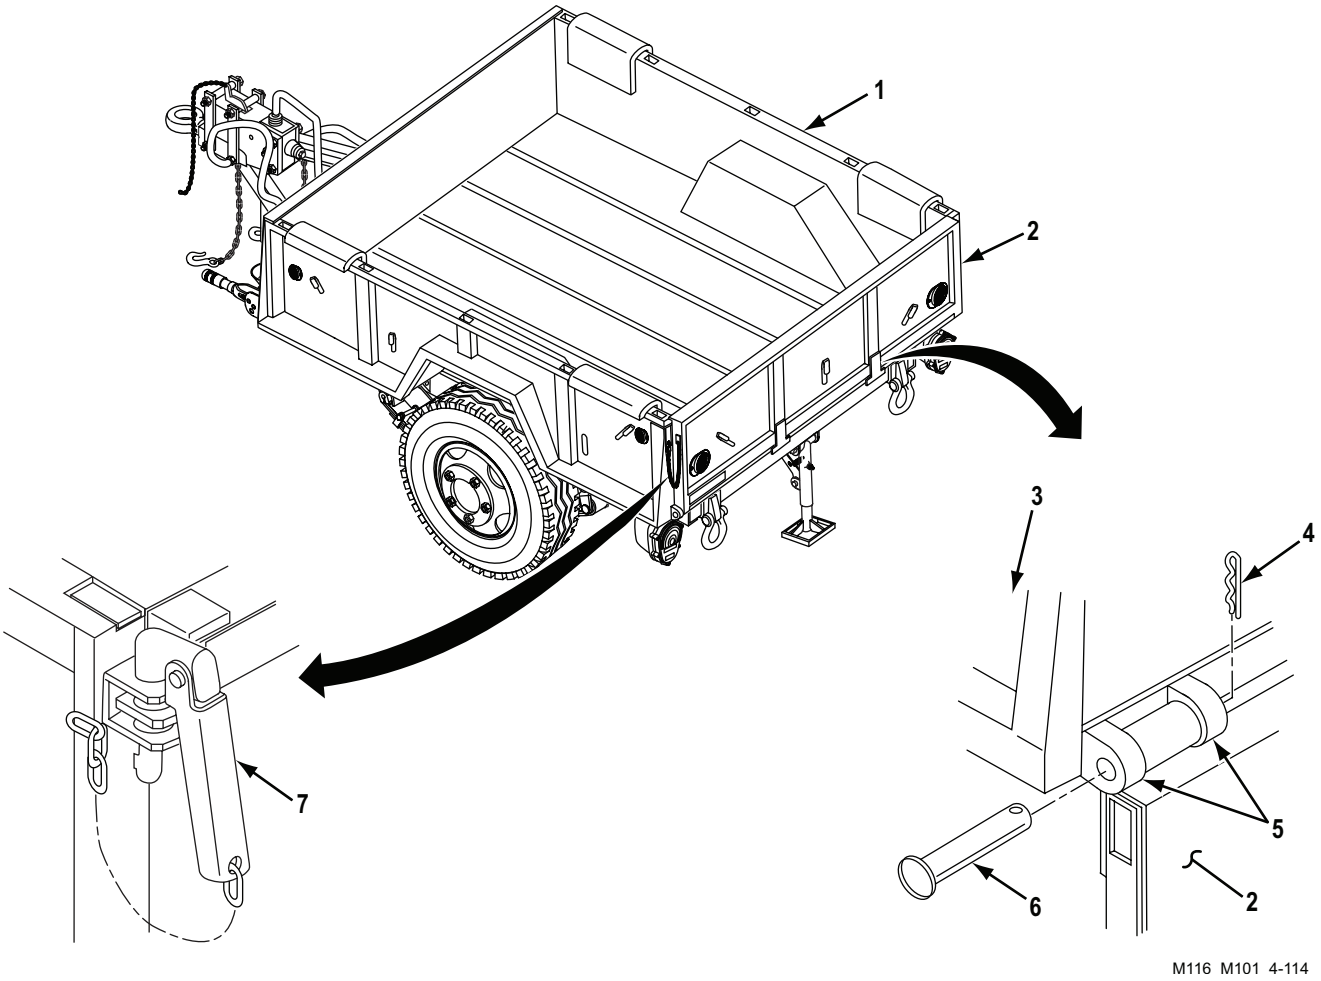

Figure 2. Tailgate Replacement.
1. Position tailgate (Figure 2, Item 2) at cargo body (Figure 2, Item 1) and support tailgate (Figure 2, Item 2) with wood blocks.
2. Align four hinges (Figure 2, Item 3) with eyebolts (Figure 2, Item 5) and install four straight headed pins (Figure 2, Item 6) through hinges (Figure 2, Item 3) with heads facing away from center of tailgate (Figure 2, Item 2).
3. Install four new cotter pins (Figure 2, Item 4) in four straight headed pins (Figure 2, Item 6).
4. Raise tailgate (Figure 2, Item 2) and secure to top corners of cargo body (Figure 2, Item 1) with two latch pins (Figure 2, Item 7).